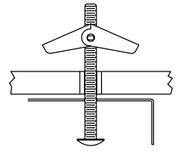

Figure 3
If drill does not encounter ceiling joist, enlarge hole(s) in ceiling to accommodate a toggle nut(s) and bolt(s) (*not supplied*). Pre-install the bolt(s) and nut(s) in Housing. Lift Housing (1) over outlet box and pull supply wires into the Housing through the center hole. Insert toggle nut(s) in ceiling hole(s) and tighten toggle bolt(s). See Figure 3.
Si la perceuse ne rencontre pas de solive, agrandir le trou du plafond pour permettre un boulon à ailettes. Tenir l'appareil contre la boîte de raccord ement et tirer les fils d'alimentation dans l'appareil par la débouchure, insérer et serrer le boulon. Voir la Figure 3.